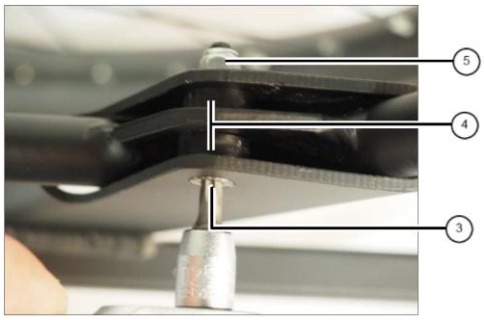

Abb. C2 / fig. C2
Sideloader links und rechts mit Senkkopfschrauben M5x30 ③, je zwei Spacern 6x15x5 ④ und Flanschmuttern M5 ⑤ am Gepäckträger festschrauben (Abb. C2). Anzugsmoment: 6 Nm.
Screw the sideloader to the carrier on the left and right using M5x30 countersunk screws ③, two 6x15x5 spacers ④ and M5 flange nuts ⑤ (Fig. C2). Tightening torque: 6 Nm.